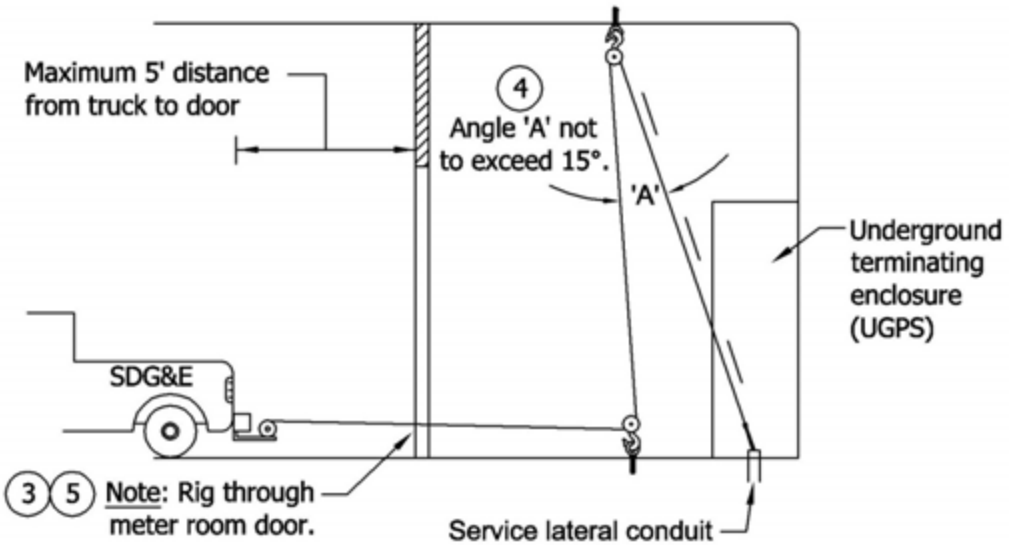

FIGURE 1
(1) Customer to provide pulling eye hook structurally in the ceiling with a load capacity of 8,000 lbs. Locate eye hook in front of, and centered to, the UGPS. Customer to submit the structural engineer's approved drawing(s) to SDG&E's (Utility) Planner prior to installation of the eye hook and coil insert (reference Note 2). Coordinate the installation with the Utility's Inspector.
(2) Customer to provide a 1" x 4-½" Dayton/Richmond flared thin slab coil insert (F-63), or equivalent, with a safe working load tension of 4,750 lbs. and a Dayton/Richmond T-12 swivel lifting plate with a 1" bolt diameter, or equivalent, with a safe working load of 8,000 lbs. when used in combination with the coil insert specified above. Install the coil insert and swivel lifting plate directly below the pulling eye hook specified in Note 1. Coordinate the installation with the Utility's Inspector. To ensure safety, installation of the coil insert and swivel lifting plate shall be in compliance with the manufacturer's installation instructions.
(3) The rigging path through the meter room door is to be directly in line from truck access to the floor-mounted coil insert and swivel lifting plate through the meter room door.
(4) The pulling eye hook specified in Note 1, and the floor-mounted coil insert and swivel lifting plate specified in Note 2 are to be positioned at a distance out from the UGPS such that angle A (see Figure 1) is not greater than 15 degrees. The rigging path through the front of the UGPS is to be unobstructed, and the rigging is to have no contact with the top, bottom, or sides of the pull section opening. Maximum allowable height of top pulling eye is 14'.
(5) Customer to provide the Utility 24-hour direct access to within 5' of the meter room door(s).